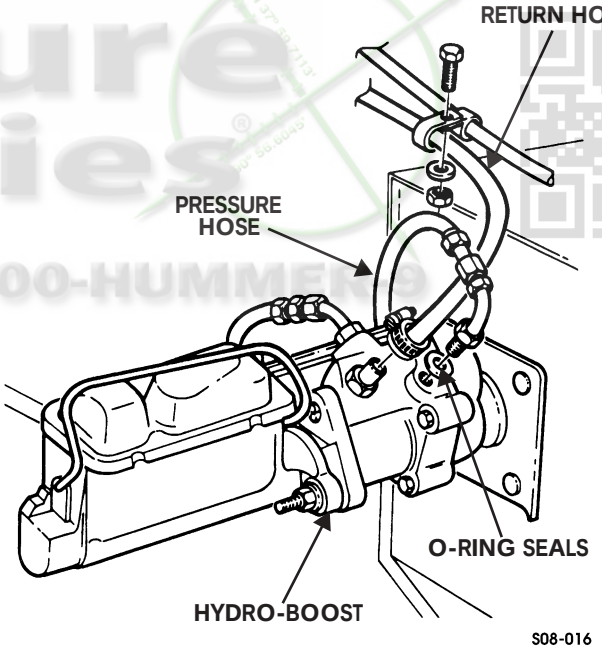

Figure 8-25: Power Steering Hydro-Boost
3. Remove locknut, washer, capscrew, and two clamps from control valve hose and return hose. Discard locknut (Figure 8-25).
5. Disconnect pressure hose from hydro-boost and steering gear and remove pressure hose. Remove two O-ring seals from pressure hose. Discard O-ring seals (Figures 8-25 and 8-26).
3. Install two clamps on return hose and control valve hose. Secure return hose, control valve hose, and two clamps together with capscrew, washer, and locknut (Figure 8-25).